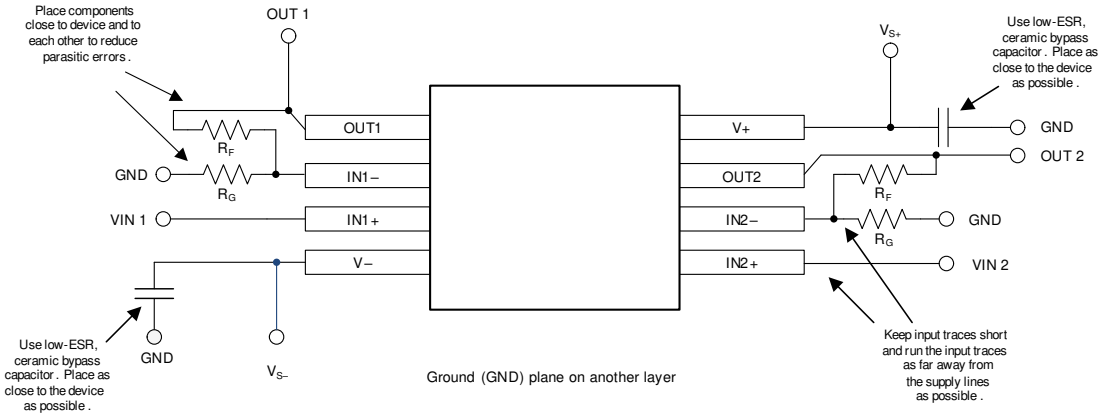

图 8-8. 布局示例
- 外部元件的位置应尽量靠近器件，如图 8-8 中所示。使 R_F 和 R_G 接近反相输入可最大限度地减小寄生电容。